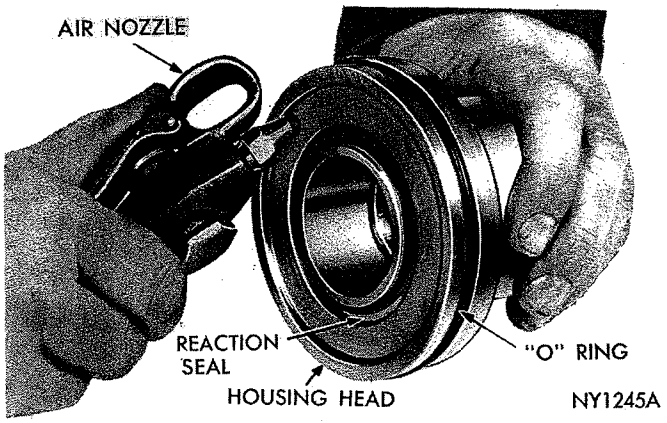

*Fig. 15—Removing Reaction Seal from Worm Shaft Support*
(11) Raise housing head until wormshaft oil seal just clears top of wormshaft and position arbor tool C-3929 on top of wormshaft and into oil seal. With arbor in position pull up on housing head until arbor is positioned in bearing. Remove housing head and arbor.
(12) Remove large "O" ring from groove in housing head.
(13) Remove reaction seal from groove in face of housing head with air pressure directed into ferrule chamber (Fig. 15).
(14) Inspect all grooves for burrs. Make sure passage from ferrule chamber to upper reaction chamber is unobstructed.
(15) Remove reaction spring, reaction ring, worm balancing ring and spacer.